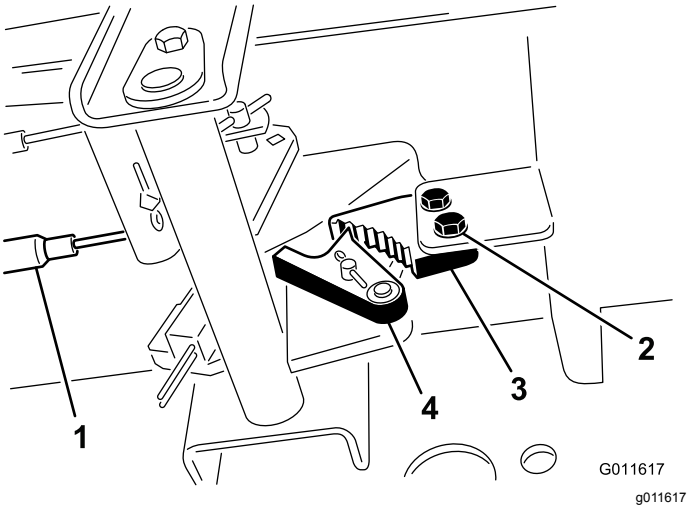

Figur 62
1. Lossa de två skruvar som håller fast parkeringsbromsens spärrhake på ramen (Figur 62).
2. Tryck parkeringsbromspedalen framåt tills bromsspärren griper in helt i parkeringsbromsens spärrhake (Figur 62).